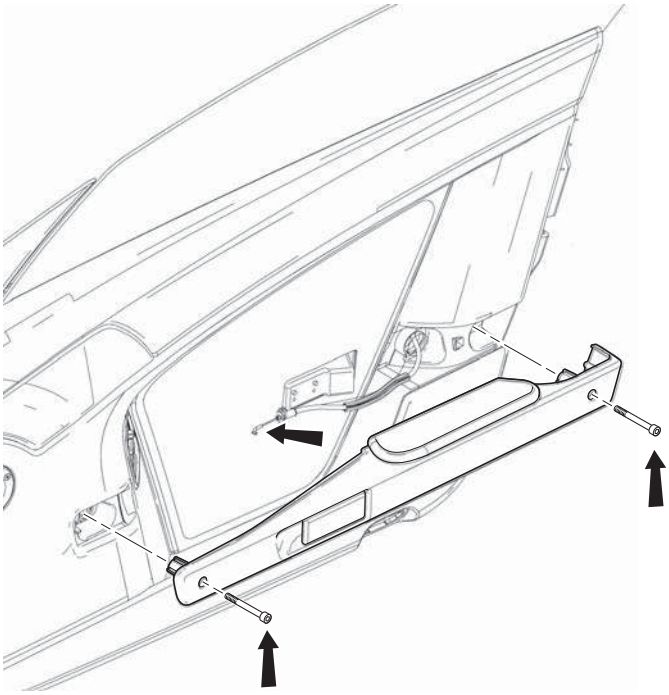

Figure 2
3. Remove clamping bolts (x2) (see Figure 2).